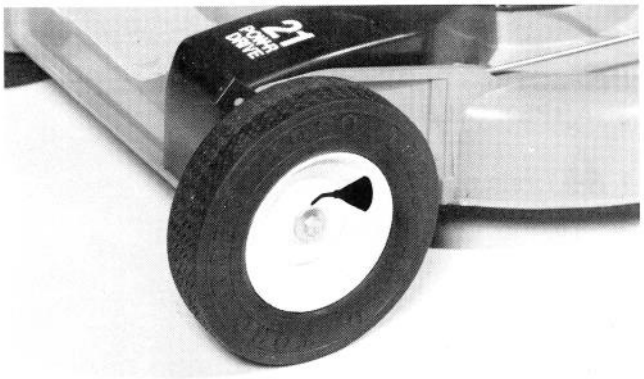

Figure 16
1. After every 25 hours of operation or at the end of the mowing season, apply 2 or 3 drops of light oil on the inside of all the wheel bolts (Fig. 16). Spin the wheel to distribute oil into the wheel bushings.